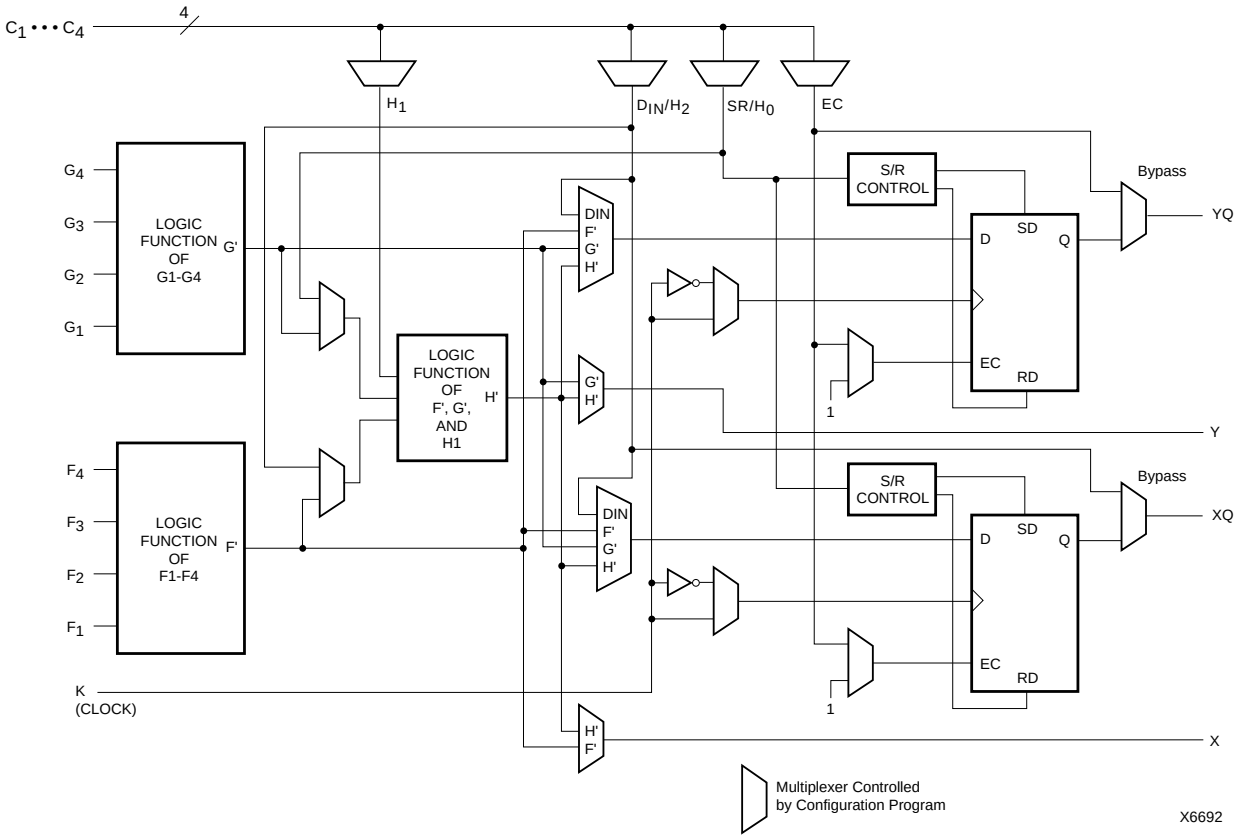

**Figure 1: Simplified Block Diagram of XC4000 Series CLB (RAM and Carry Logic functions not shown)**
Configurable Logic Blocks implement most of the logic in an FPGA. The principal CLB elements are shown in Figure 1. Two 4-input function generators (F and G) offer unrestricted versatility. Most combinatorial logic functions need four or fewer inputs. However, a third function generator (H) is provided. The H function generator has three inputs. Either zero, one, or two of these inputs can be the outputs of F and G; the other input(s) are from outside the CLB. The CLB can, therefore, implement certain functions of up to nine variables, like parity check or expandable-identity comparison of two sets of four inputs.
A separate Global Set/Reset line (not shown in Figure 1) sets or clears each storage element during power-up, re-configuration, or when a dedicated Reset net is driven active. This global net (GSR) does not compete with other routing resources; it uses a dedicated distribution network.
Two fast feed-through paths are available, as shown in Figure 1. A two-to-one multiplexer on each of the XQ and YQ outputs selects between a storage element output and any of the control inputs. This bypass is sometimes used by the automated router to repower internal signals.
Multiplexers in the CLB map the four control inputs (C1 - C4 in Figure 1) into the four internal control signals (H1, DIN/H2, SR/H0, and EC). Any of these inputs can drive any of the four internal control signals.